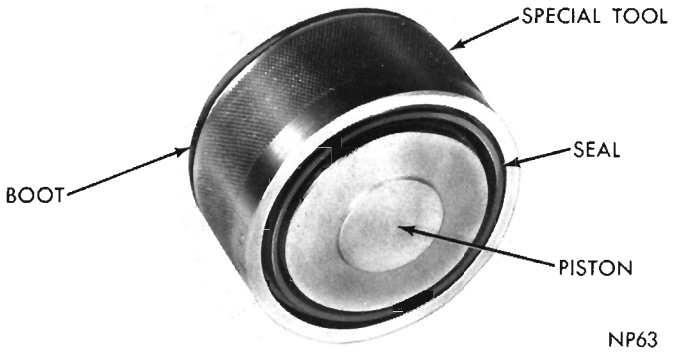

Fig. 13—Piston and Seal Installing Tool
(4) Using tapered sleeve Tool C-4031, install piston, seal and boot into sleeve, with lip of seal towards taper. Push **in** on assembly until seal lip is even with knife edge of sleeve. (Fig. 13).